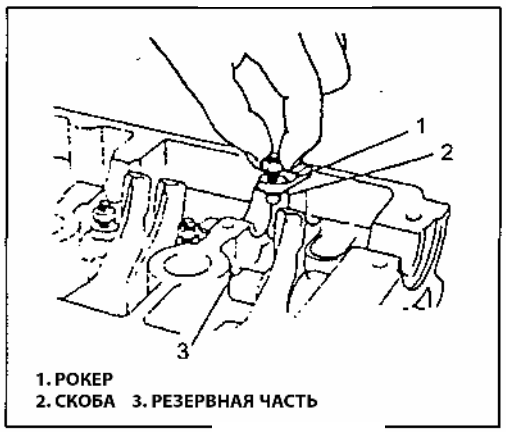

Рис. 83
7) Нанесите масло на резервную часть. Установите впускные рокеры на вал рокеров при помощи скобы (Рис.83).